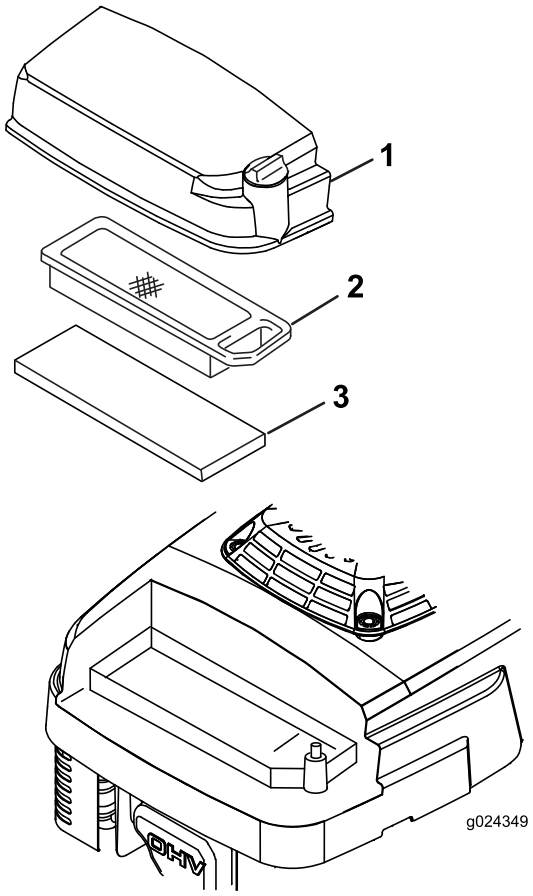

Figur 17
3. Lossa skruven på luftrenarkåpan (Figur 17).
5. Ta bort och kontrollera pappersluftfiltret (Figur 17). Byt ut det om det är väldigt smutsigt.
6. Ta bort skumförrenaren (Figur 17), rengör den med vatten och ett milt rengöringsmedel och torka den sedan torr genom att ”dutta”.